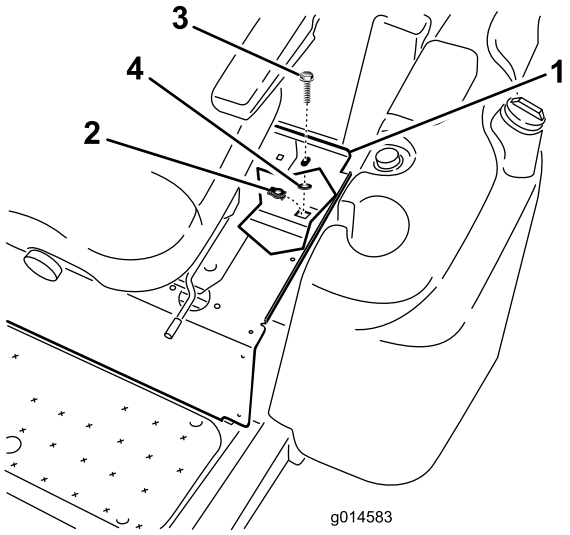

Figure 4
2. Placez un écrou de retenue sur le trou du cadre sous le coin arrière gauche du panneau de siège (Figure 4).